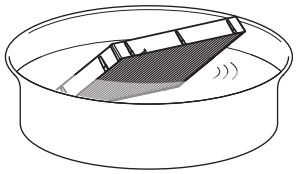

Figura 1
1) Lave la unidad del filtro de aire. (Figura 1)